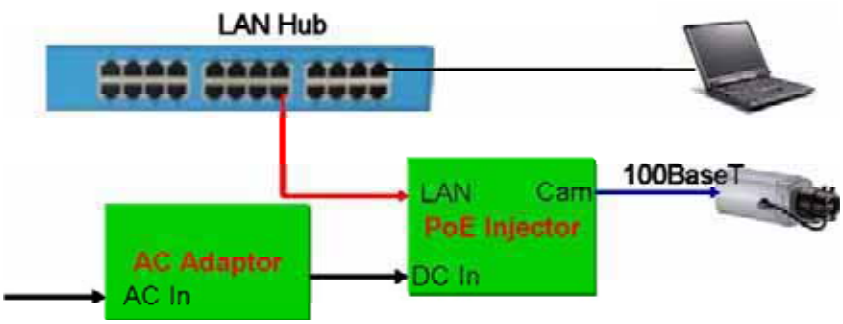

**Figure 2-5. Connecting Network camera and PC using PoE Injector**
1) If you have power adaptor and PoE injector, connect the network camera and PC as illustrated in Figure 2.5. Both power and network connection is made with a single LAN cable.